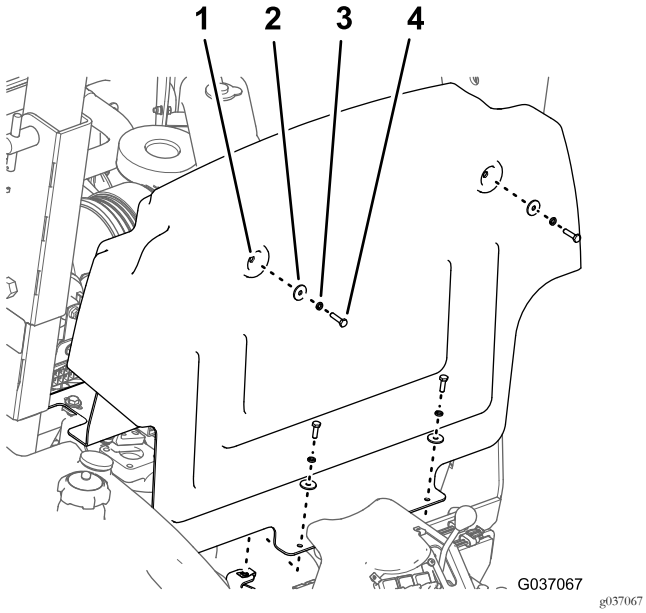

Figuur 28
1. Verwijder de 4 bouten (6 x 25 mm), 4 borgringen (6 mm) en 4 platte ringen (6 mm) waarmee het schotpaneel aan het chassis van de machine is bevestigd (Figuur 28).
2. Trek het paneel naar boven en naar voren, en neem het vervolgens van de machine (Figuur 28).
1. Lijn de 4 gaten het schotpaneel uit met de 4 clipmoeren van het chassis; zie Figuur 28 in .
2. Bevestig het schotpaneel op het chassis van de machine; gebruik de 4 bouten, 4 borgringen en 4 platte ringen (zie Figuur 28).